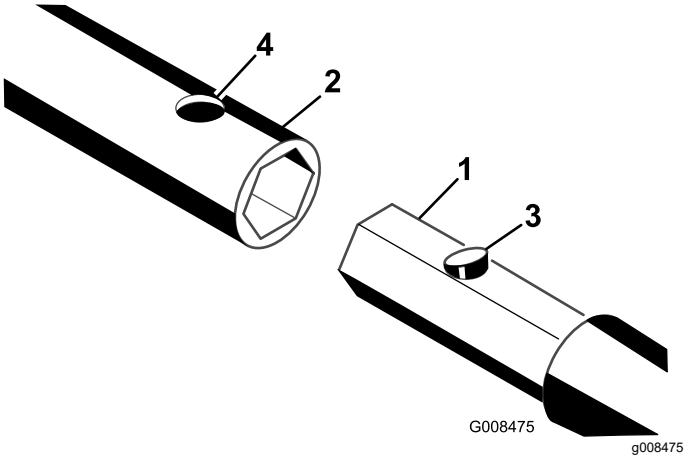

Figure 3
3. Glissez l'axe hexagonal d'une tige, d'un trépan de forage ou d'un alésoir dans la l'alésage de l'arbre. Placez le trou de l'arbre en face du raccord à bouton-poussoir (Figure 3).
4. Appuyez sur le bouton-poussoir du raccord et poussez l'axe de l'outil dans l'alésage de l'arbre jusqu'à ce que le bouton-poussoir s'enclenche dans le trou de l'alésage (Figure 3).